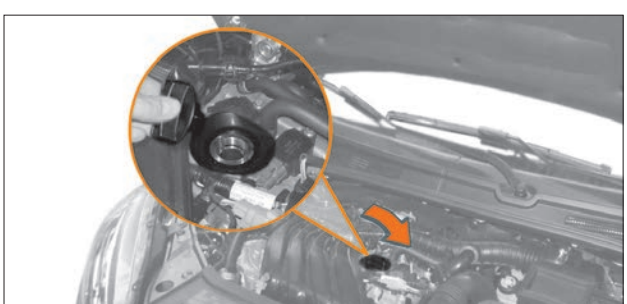
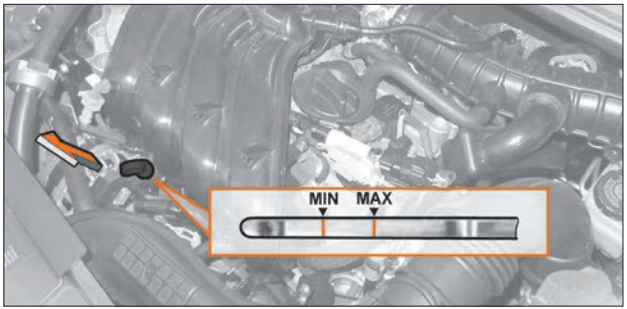

Рис. 8.4. Заправка/доливка масла в двигатель
Рис. 8.5. Проверка уровня масла в двигателе
Регулярно проверяйте уровень масла в картере двигателя (рис. 8.5) и доливайте масло в двигатель (рис. 8.4) для обеспечения его нормальной работы, особенно перед дальними поездками.
- Извлеките и вытрите мерный масляный щуп чистой ветошью (рис. 8.5).